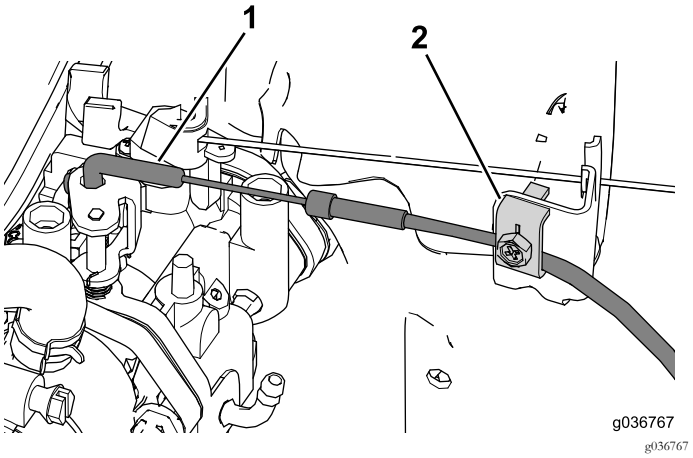

Figur 34
2. Før bøjningen på enden af gaskablet ind i chokeren (Figur 34).
3. Brug kabelklemmen til fastgøre chokerkablet i position (Figur 34).